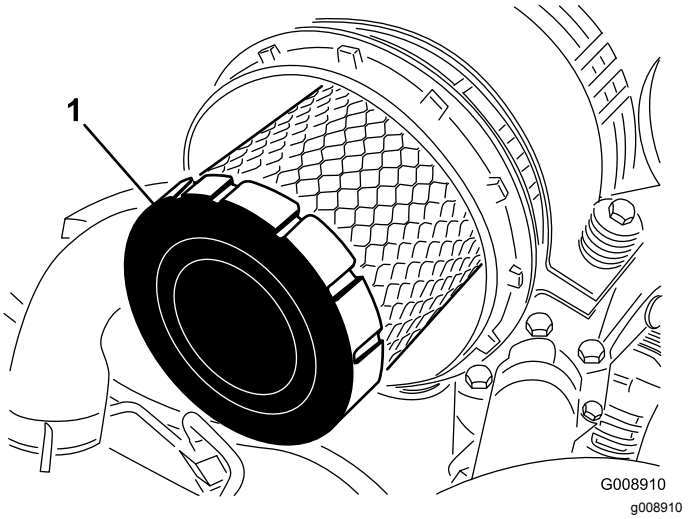

Bild 88
4. Entfernen Sie den Hauptfilter (Bild 88).